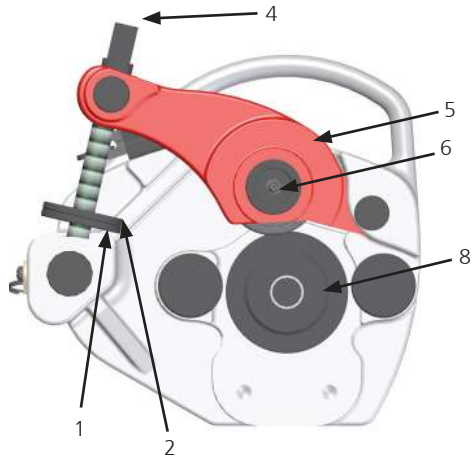

Figura 2
- Sobre un banco o en el suelo, gire en sentido antihorario tanto la contratuerca (ver figura 2, n.2) como la tuerca de regulación (ver figura 2, n.1).
- Gire en sentido antihorario el tornillo de avance (ver figura 2, n.4) para "levantar" el rodillo superior del husillo de arrastre (ver figura 2, n.5).